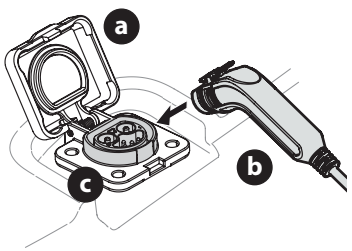

Figura 11
1. Levante la tapa del puerto de carga (a) (Figura 11). (Cargadores de la serie T56XXX).
2. Inserte el cable de carga (b) en el puerto de carga (c) (Figura 11).